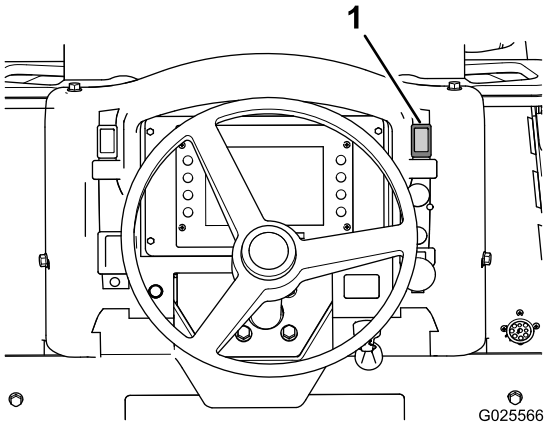

Figura 44
1. Mova a chave do freio de estacionamento (Figura 44) para cima para acionar o freio de estacionamento.